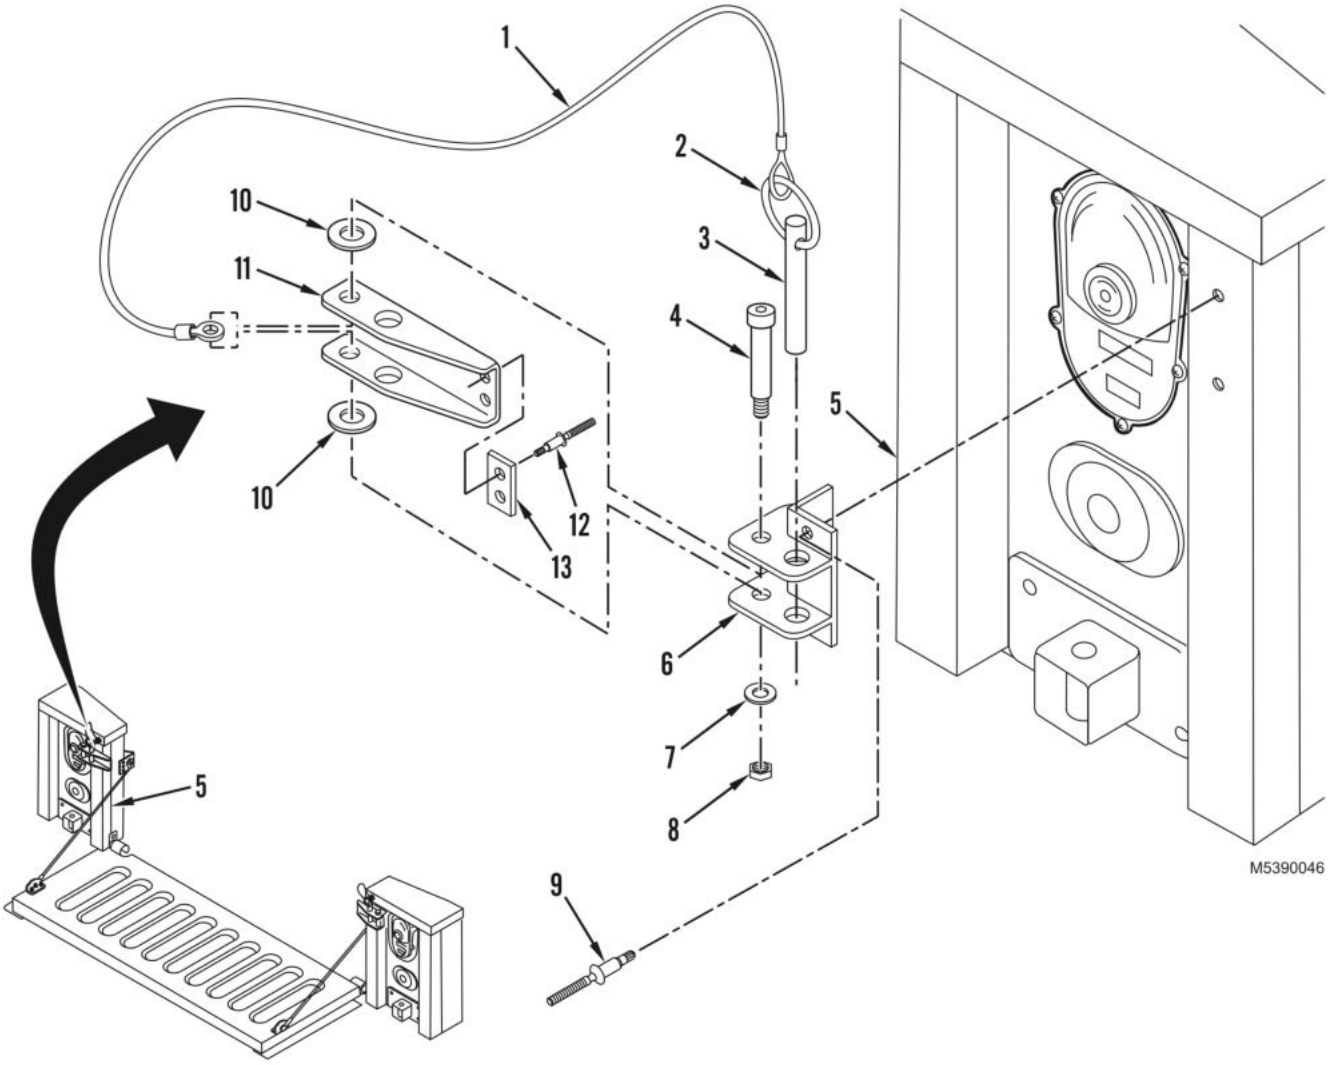

Figure 1. Tailgate Latch Assembly and Latch Assembly Pin Removal and Installation.
1. Remove locknut (Figure 1, Item 8), flat washer (Figure 1, Item 7), and screw (Figure 1, Item 4) securing tailgate latch (Figure 1, Item 11) to cargo body latch assembly (Figure 1, Item 6). Discard locknut. Check screw for damage. Replace if defective.
2. Remove tailgate latch (Figure 1, Item 11) and flat washers (Figure 1, Item 10). Check tailgate latch for damage.
3. Remove two rivets (Figure 1, Item 12) and pad (Figure 1, Item 13) from tailgate latch (Figure 1, Item 11). Discard rivets.
1. Install two rivets (Figure 1, Item 12) and pad (Figure 1, Item 13) on tailgate latch (Figure 1, Item 11).
2. Install tailgate latch (Figure 1, Item 11) and two flat washers (Figure 1, Item 10) into tailgate latch assembly (Figure 1, Item 6).
3. Install screw (Figure 1, Item 4), flat washer (Figure 1, Item 7), and new locknut (Figure 1, Item 8). Tighten locknut, allowing latch (Figure 1, Item 11) to move freely.